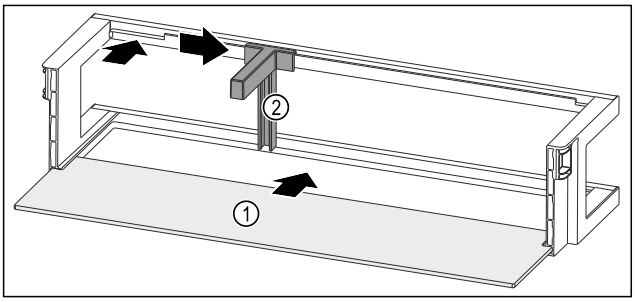

Fig. 252 Raft montat pe ușă cu raft
▶ Împingeți în interior raftul *Fig. 252 (1)* în degajările laterale.
▶ Introduceți suportul pentru sticle *Fig. 252 (2)* în degajare.
▶ Împingeți în lateral suportul pentru sticle *Fig. 252 (2)* în poziția dorită.